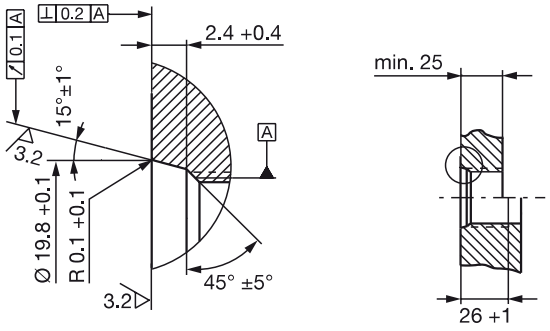
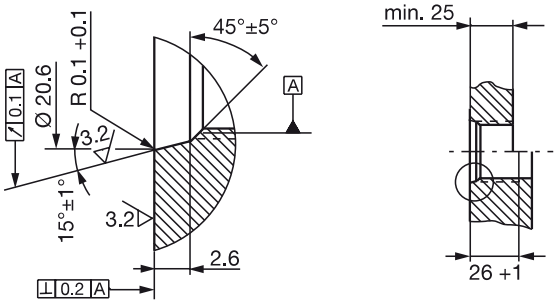
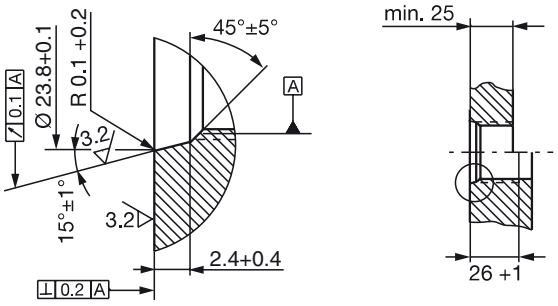

图 4-3: 旋入孔 M18x1.5，符合 ISO 6149 标准 O 形环 15.4x2.1
图 4-4: 旋入孔 3/4"-16UNF，符合 SAE J475 标准 O 形环 15.3x2.4
图 4-5: 旋入孔 M22x1.5，符合 ISO 6149 标准 O 形环 19.3x2.2
► 根据 图 4-3、图 4-4 或 图 4-5 制作带螺纹的旋入孔（如有必要钻出用于 O 形环的锪孔）。